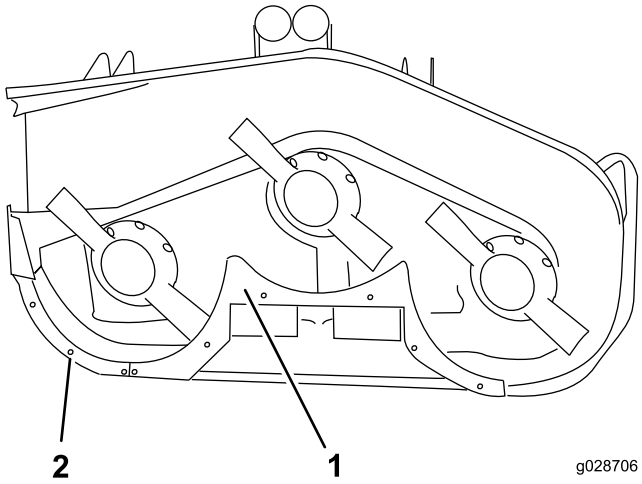

**Figure 10**
8. Placez le rebord arrière sur le plateau (Figure 10).
10. Montez le rebord arrière sur le plateau au moyen de 4 vis (3/8–16 x 1 po) et 4 rondelles-freins (Figure 10).
12. Fixez le déflecteur sur le bord du plateau au moyen de 2 vis (1/4–20 x 3/4 po) et 2 contre-écrous (Figure 10).
13. Alignez le rebord droit sur l'extrémité du déflecteur central et le bord du plateau (Figure 10).